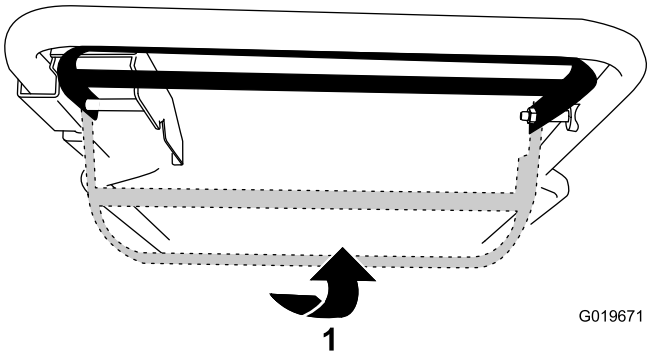

Rysunek 15
- **Aby korzystać z napędu trybu samobieżnego bez włączania ostrza:** Podnieś dźwignię sterowania do uchwytu (Rysunek 15).